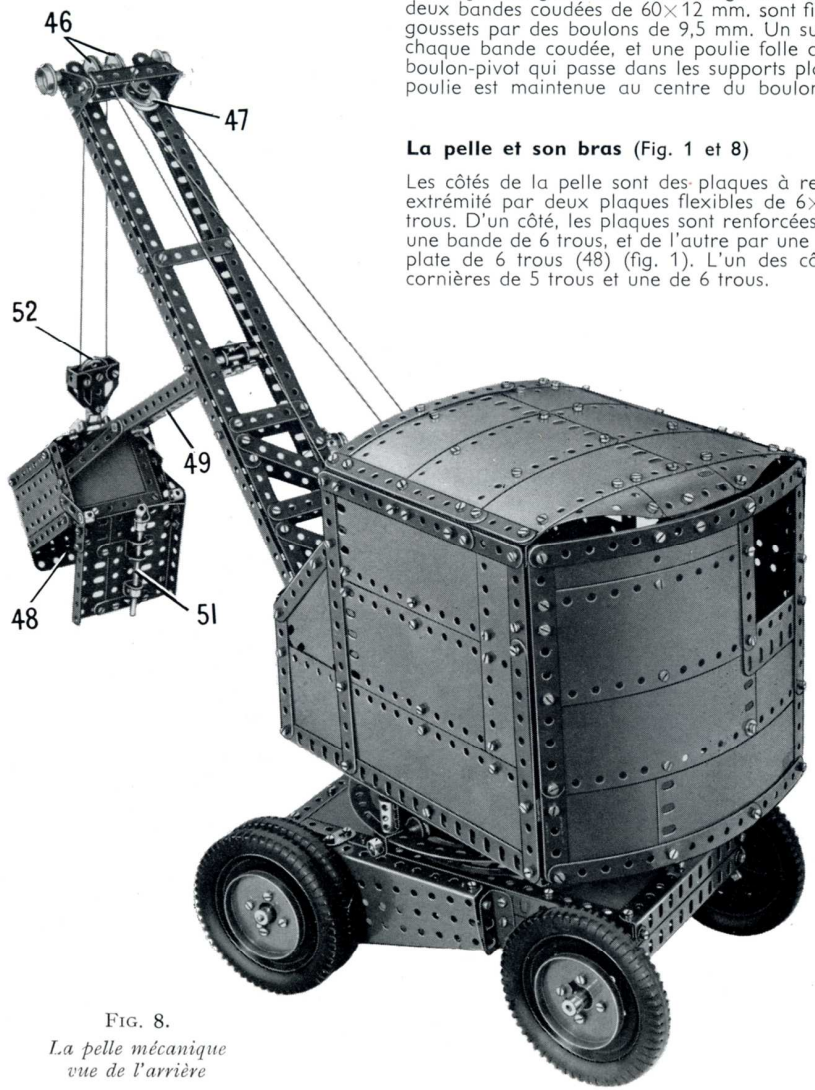

Fig. 8.
Deux grands goussets d'assemblage sont boulonnés au sommet de la flèche, et deux bandes coudées de 60×12 mm. sont fixées à l'aide de contre-écrous sur les goussets par des boulons de 9,5 mm. Un support plat est boulonné au centre de chaque bande coudée, et une poulie folle de 25 mm. (47) (fig. 8) tourne sur un boulon-pivot qui passe dans les supports plats et qui est tenu par des écrous. La poulie est maintenue au centre du boulon-pivot par des rondelles.
La pelle comporte un fond articulé (fig. 8) qui est constitué par une cornière de 7 trous et une poutrelle plate de 7 trous de chaque côté réunies par deux bandes de 4 trous boulonnées sur les poutrelles plates. Deux bandes de 7 trous sont fixées sur les bandes de 4 trous. Un levier d'angle (50) est boulonné sur chaque cornière de 7 trous et il est fixé à l'aide de contre-écrous sur l'une des cornières de 5 trous qui borde l'extrémité intérieure de la pelle.
Le fond articulé est commandé par un verrou (51) (fig. 8). Ce verrou est formé par une tringle de 9 cm. qui porte une petite chape d'articulation et qui coulisse dans un support double et dans une équerre boulonnée sur l'arrière du fond articulé. Une bague d'arrêt limite le mouvement de coulisse de la tringle. Quand le fond est fermé, l'extrémité inférieure de la tringle passe au travers d'un trou de la poutrelle plate (48).
Une moufle est montée sur la pelle comme le montre la figure 1. Elle est formée par deux embases triangulées plates réunies par des supports doubles, et une poulie folle de 25 mm. (52) (fig. 8) tourne sur un boulon-pivot. Des boulons passent dans les trous des extrémités pointues des embases triangulées plates et sont vissés dans le moyeu d'une petite chape d'articulation. Cette dernière pivote sur une tige filetée de 2,5 cm. qui est fixée par des écrous dans des équerres boulonnées sur la cornière de 6 trous.
Le toit est formé par des plaques flexibles de 11,5×6 cm., deux plaques flexibles de 6×4 cm. et deux plaques flexibles triangulaires de 6×4 cm. disposées comme le montre la figure 8 et bordées par des bandes. Les raccords entre les plaques sont renforcés de l'intérieur par des paires de bandes de 11 trous qui se recouvrent sur 6 trous. Le toit est fixé sur les côtés de la cabine par des équerres à 135°, et sur les bandes incurvées de l'avant par une équerre.
La construction de l'arrière apparaît sur la figure 8. Il est fixé sur l'un des côtés par deux charnières, et boulonné sur des équerres à 135° fixées sur l'autre côté.
La corde de levage de flèche est attachée au tambour (38) (fig. 1), elle passe sur une poulie de 25 mm. montée sur la tringle (56) et autour de la poulie folle de 25 mm. (47) (fig. 8). Elle passe sur une seconde poulie de 25 mm. de la tringle (56) (fig. 1) et elle est attachée à la bande coudée de 60×12 mm. qui est boulonnée sur la bande (53).
La corde qui commande la pelle est attachée au tambour (31). elle passe sur l'une des poulies (46) (fig. 1), autour de la poulie (52) (fig. 8) de la pelle, et sur la seconde poulie (46), Elle est finalement attachée à l'une des bandes de la flèche.